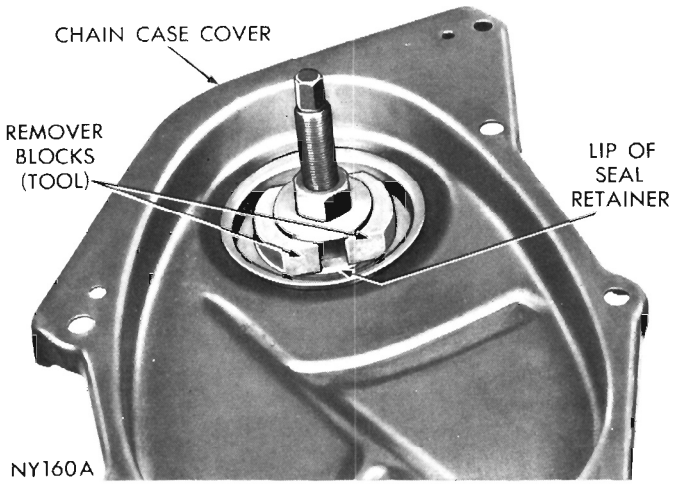
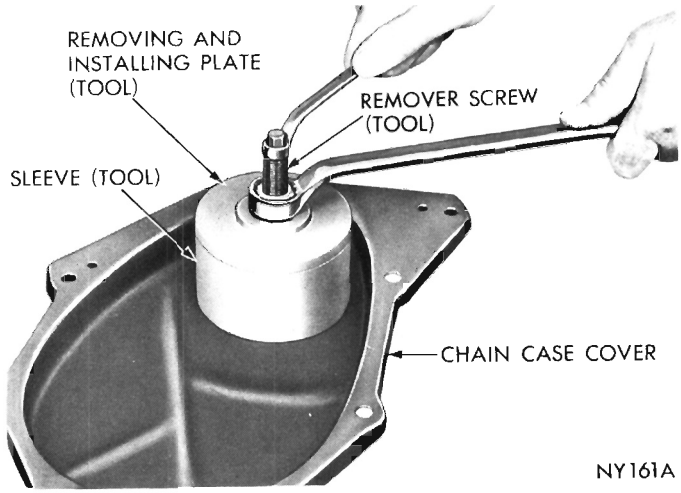
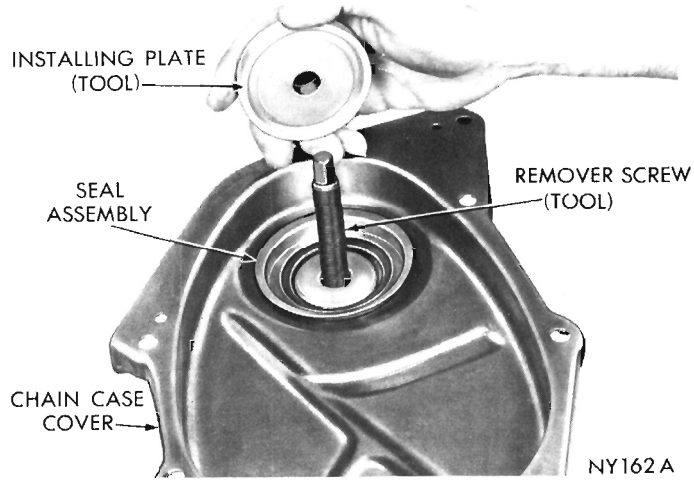

Fig. 25—Remover Blocks Expanded to Puller Position
Fig. 26—Removing Oil Seal
Fig. 27—Positioning Installer Plate
(2) Place washer and nut on the remover screw. Tighten nut forcing the blocks into the gap to a point of distorting the seal retainer lip (Fig. 25). **Remover is only positioned at this point.**
(3) Place sleeve over the retainer and install the removing and installing plate into the sleeve.
(4) Place flat washer and nut on remover screw. Hold center screw and tighten lock nut to remove seal (Fig. 26).
(5) Insert remover screw through the removing and installing plate so the thin shoulder will be facing up.
(6) Insert the remover screw with the plate through the seal opening (inside of chain case cover facing up).
(7) Place the seal in cover opening, with neoprene down. Place seal installing plate into the new seal, with the protective recess toward lip of seal retainer (Fig. 27).